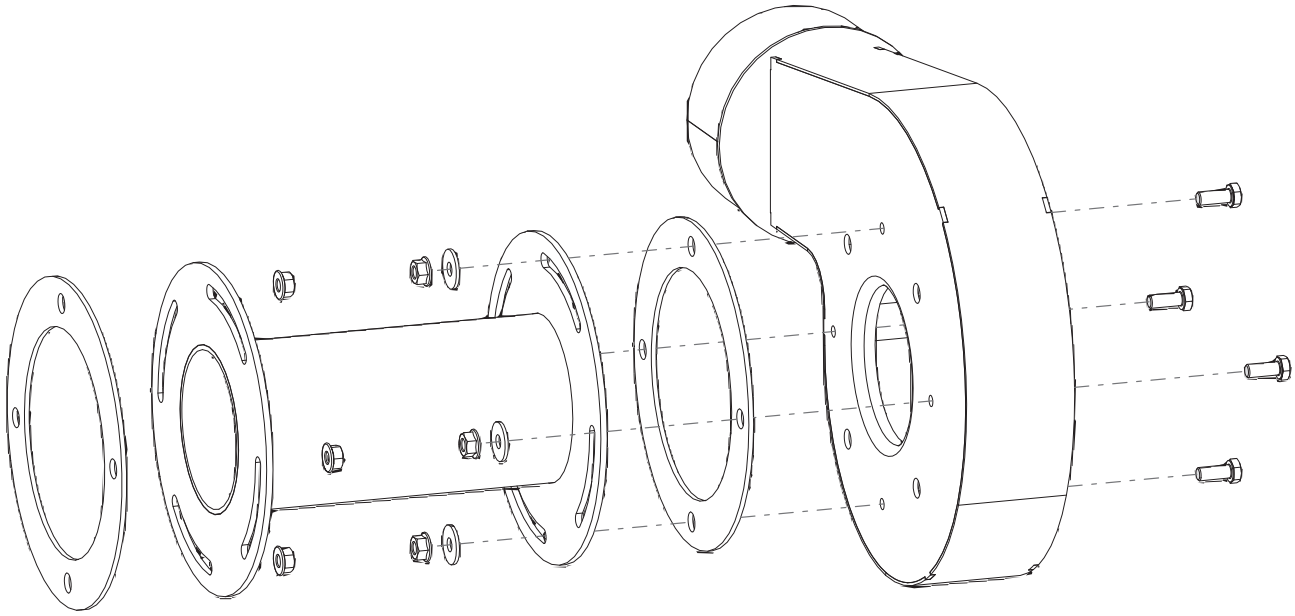

Fig. 74 Monter la volute du ventilateur sur l'adaptateur
– Visser d'abord les 4 vis à six pans M8 x 16 fournies depuis l'intérieur dans la volute du ventilateur, puis fixer la volute du ventilateur à l'adaptateur à l'aide du joint et de 4 écrous et rondelles – Fig. 74.